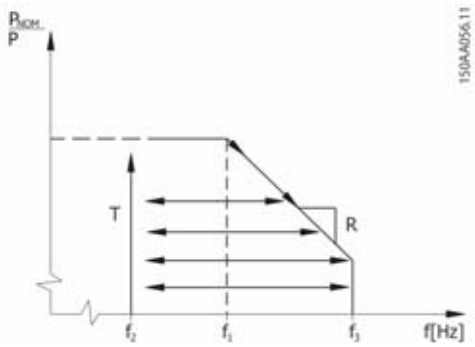

Abbildung 2.10 Primärfrequenzregelung – Hysteresemethode
Siehe Abbildung 2.10.
Zur Unterstützung der Netzfrequenzstabilisierung drosselt der Wechselrichter die Ausgangsleistung, wenn die Netzfrequenz f1 überschreitet. Die Reduzierung erfolgt mit einer vorkonfigurierten Rate, die in Abbildung 2.10 als Rampe (R) dargestellt wird. Die verringerte Ausgangsleistungsgrenze wird so lange beibehalten, bis die Netzfrequenz auf f2 gesunken ist. Sinkt die Netzfrequenz auf f2, steigt die Ausgangsleistung nach einer zeitlichen Rampe T wieder an. Wenn die Netzfrequenz weiter steigt, wird der Wechselrichter bei f3 getrennt. Wenn die Frequenz unter f2 fällt, wird der Wechselrichter wieder ans Netz angeschlossen und erhöht die Leistung wieder mit derselben Rate wie bei der Reduzierung.